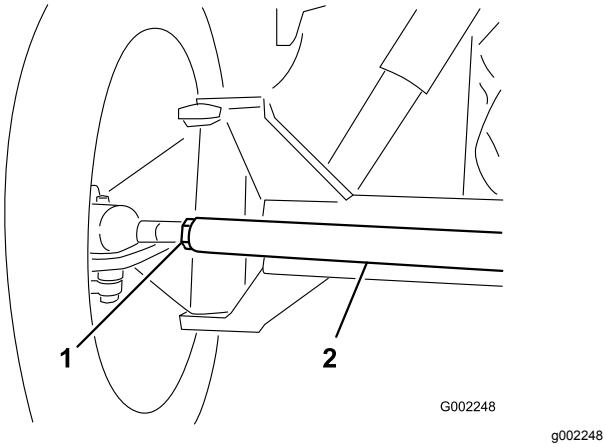

Figur 84
3. Om måttet inte hamnar inom det angivna området ska du lossa kontramuttrarna i båda ändarna av dragstången (Figur 84).